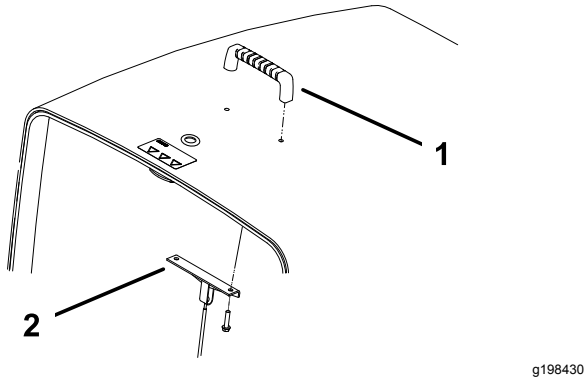

**Figur 5**
2. Monter håndtaget og kabelbeslaget på motorhjelmen med to skruer (Figur 5).